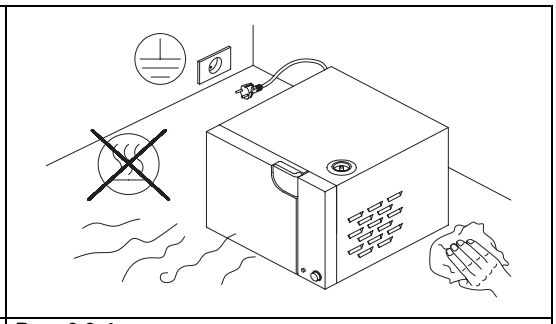

Рис. 6.3-4
- **Не устанавливайте автоклав в местах с плохой циркуляцией воздуха (Рис. 6.3-4).**
- **Не устанавливайте автоклав рядом с обогревательными системами (Рис. 6.3-4).**